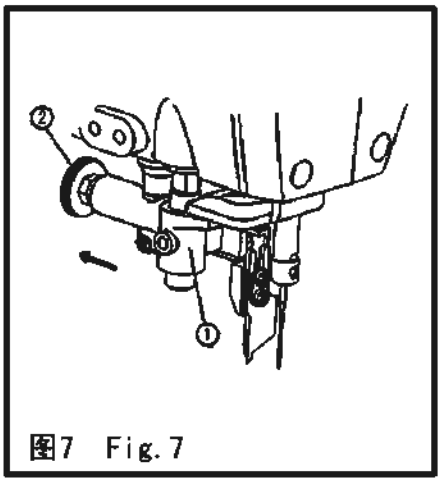
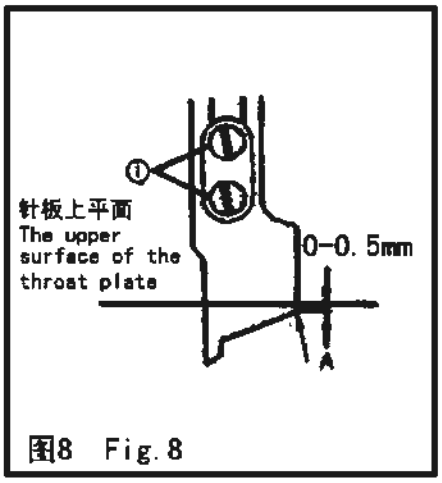
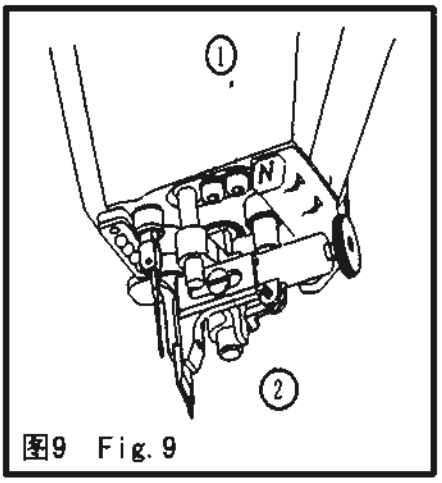

图7 Fig.7
图8 Fig.8
图9 Fig.9
## 26.切刀(图7、图8 、图9) / Vertical edge trimmer(Fig.7, Fig.8, Fig.9)
1.切刀的操作：(图7)当要使用切刀时，请按下切刀座①，机器运转时就能驱动切刀运动。要停止使用切刀换成普通平缝时，请拉动切刀离合销旋扭②(按图示方向)，切刀座就弹上，切刀停止动作。要使切刀脱离，请在机器停止后操作。
2.切刀的调整：切刀的调整方法如(图8)所示，切刀运动到最下点时，要调节切刀的A部至针板平面的距离为0~0.5mm。要换刀片时，放松2枚切刀紧固螺钉①即可。
3.切缝宽度的变化：切缝的宽度由针板规格来决定。改变切缝宽度时，也要改变切刀的位置。放松切刀架螺钉②，调正切刀的刃口与针板上刃口相接触，再紧固切刀架螺钉。如果调节切刀平行度，请放松螺钉①(图9)，调节平行直至切布状况良好为止。(H9990标准规格的针板为3.2mm)
1.How to use the trimmer:(Fig.7)When the machine starts running,if the knife positioning plate ① has been pulled duwn, the trimmer is to be under motion: if the running of the conventional lockstitch sewing is desired, pull the knob ② (as shown on Fig.7) in such a way that the trimmer holder ejects from the lower place to the original upper one. Thus the trimmer stops running. The trimmer won't be made to be disengaged from the working condition unless the machine stops.
2.Mounting of the trimmer: Procedure of replacement refers to directions as shown on Fig.8. Only when it has been driven to the lower dead point can part A of the trimmer be adjusted up to the range of 0~0.5 millimetre from the upper surface of the throat plate. Loosen two set screws ① in order to make replacement of the worn-out trimmer.
3.Adjustment of clearance of the trimmer:Clearance of the trimmer for trimming relies upon the specifications of the throat plate. To adjust paraller degree(s) of the throat plate to be replaced, first loosen screw ①(see Fig.9)and then adjust the trimmer to the excellent trimming condition of fabrics. The adjusting proceduce is as follows: